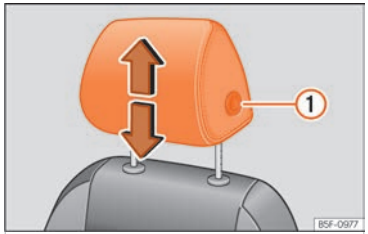
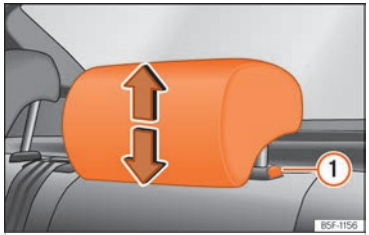

Fig. 75 Front seat: adjusting the head restraint.
Fig. 76 Rear headrest: adjusting the headrest.
- Grab the sides of the head restraints with both hands and push upwards to the desired position. To lower it, repeat the same action, pressing the button on the side (1) ››› Fig. 75 , ››› Fig. 76.